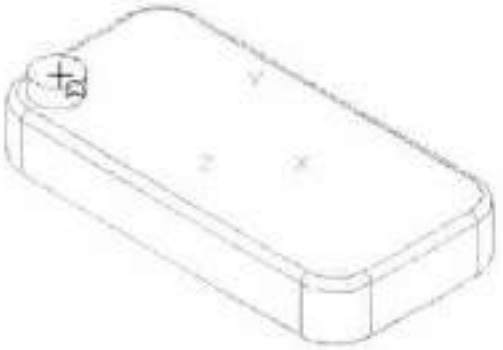

Рис. 123
5. Выполните в бобышке отверстие, воспользовавшись библиотекой отверстий. Для этого укажите верхнюю плоскость на бобышке, рис. 123.